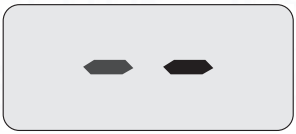
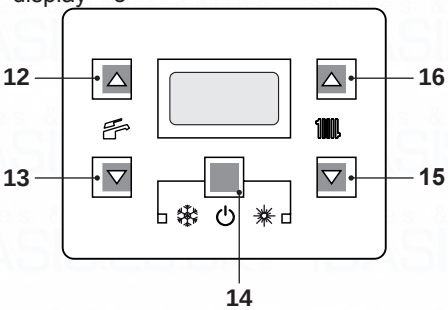

Fig. 7.10
Fig. 7.11
- Electrically power the boiler by switching on the double pole isolation switch. The LCD will display, the symbol (Fig. 7.10).
- Press the 14 key for 2 seconds until both and symbols appear on the display Fig. 7.11.
- Switch off the boiler by pressing the 14 (Fig. 7.11) key for 2 seconds until the symbol appears on the LCD display (Fig. 7.10).
Press the reset key on the boiler control panel 14 (Fig. 7.11) to reset its functioning.